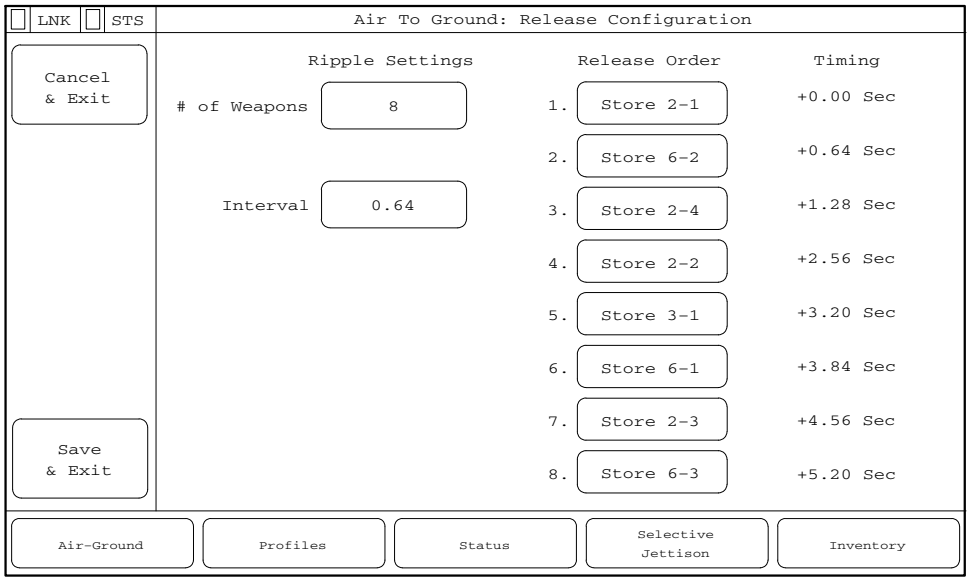

**Figure 1-30.** 2411.0.0 **AGM-114 Interval Matching Enforcement.**
2. If there is an existing super ripple interval between two stores that is greater than the interval between the second store in the super ripple and a third store on that same missile launcher, the software will increase the interval between the second store and the third store to equal the super ripple timing between the first two stores (2411.0.0 Figure 1-30).